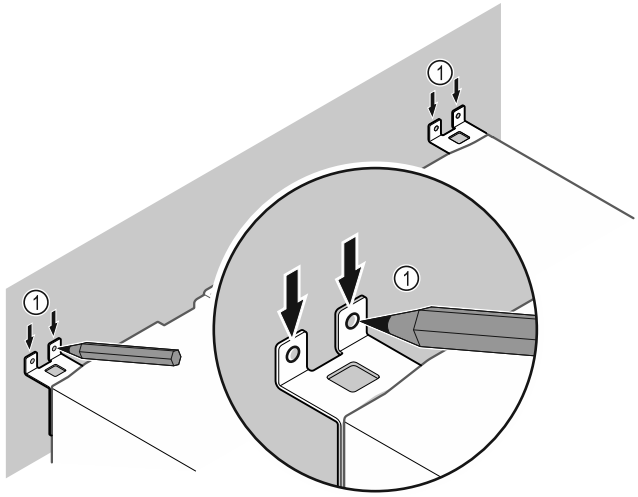

*Fig. 53*
▶ Puneți marcaje pe perete *Fig. 53 (1)*.